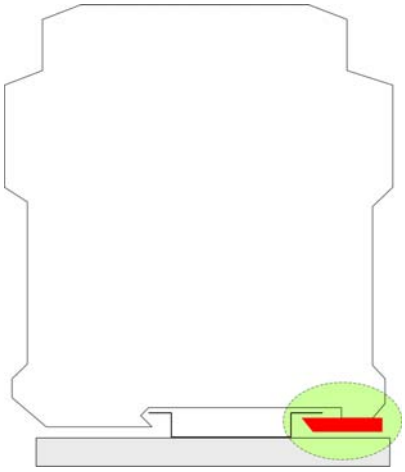

Figure 11.12 Locking device of top hat rail power supply unit
2. Secure the top hat rail power supply unit with one hand and pull the locking device away from the component using a size 0.8 x 4 flat-bladed screwdriver, refer to Figure 11.12.